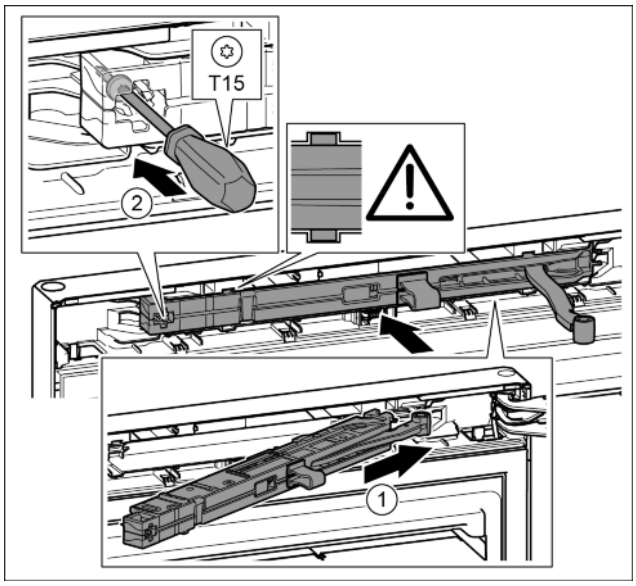

Fig. 22
▶ Slide the soft stop mechanism on the bearing bracket side at an angle into the slot as far as the limit stop. *Fig. 22 (1)*
▶ Tighten the screw with the T15 screwdriver. *Fig. 22 (2)*